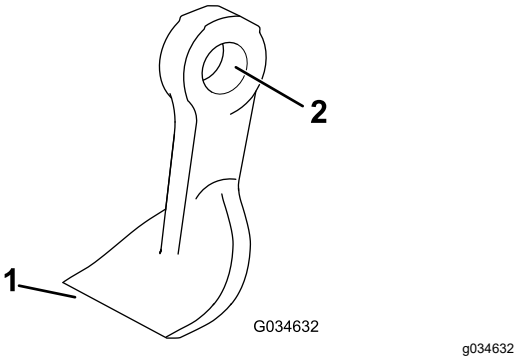

Figur 78
3. Efterse hver skærekniv for skader og vær især opmærksom på fastgørelsesanordningerne, skærekanten og monteringshullet (Figur 78). Udskift alle beskadigede skæreknive og fastgørelsesanordninger.